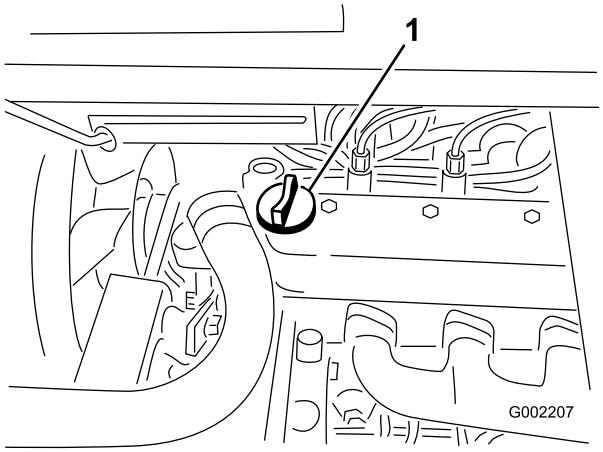

Figur 16
3. Hvis oljenivået er lavt må du fjerne påfyllingslokket fra ventildekslet (Figur 16) og helle olje inn i